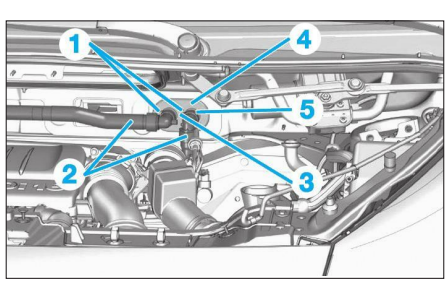

**Fig. 13**
- les agrafes de verrouillage (1) **(Fig.13)**.
• Désaccoupler les durits (2) de l'aérotherme.
- la vis (3),
- la plaque de maintien (4),
- le caoutchouc d'étanchéité (5).